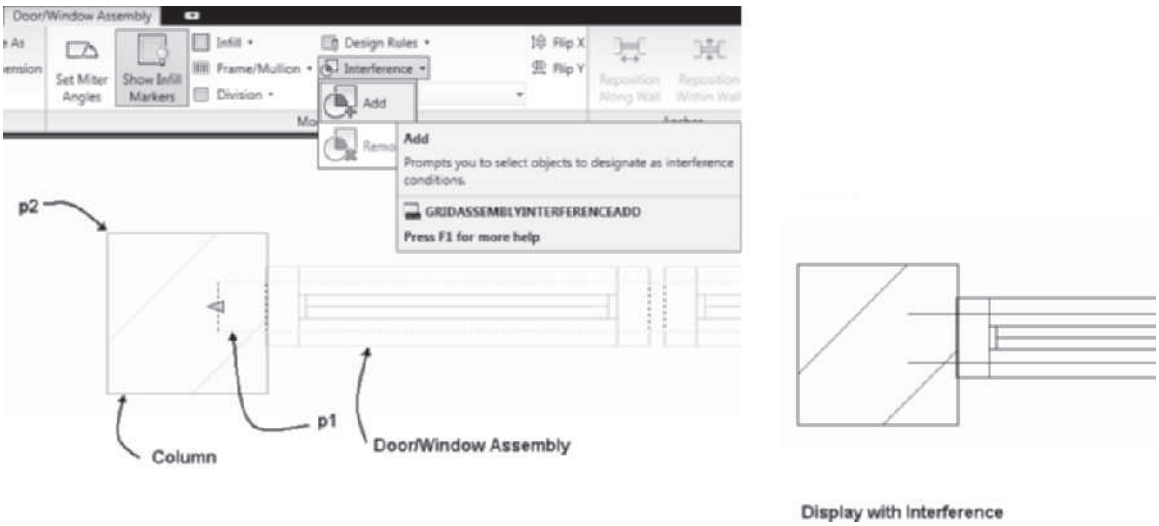

FIGURE 6.35 *Applying interference to the door/window assembly unit*
1. Select a door/window assembly at **p1** as shown in Figure 6.35, and choose Add from the **Interference** flyout menu in the Modify panel.
(Interference applied as shown in Figure 6.35.)
The **Interference > Remove** command on the shortcut menu will remove the interference between AEC objects. When the interference is removed, the assembly or curtain wall will overlap the column as shown in Figure 6.35. Access the **Interference > Remove** command as shown in Table 6.16.